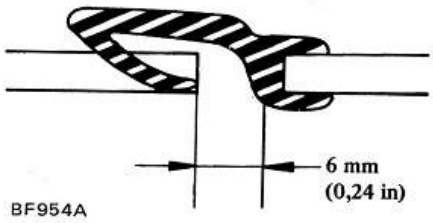

Fig. BF-41 Réglage du jeu entre la vitre de porte et la vitre latérale arrière
5. Après avoir réglé de nouveau la vitre de porte, vérifier le bon contact de la vitre de porte et de la vitre latérale arrière avec le joint d'étanchéité central. Si nécessaire, régler les coulisses de guidage. Voir Fig. BF-41.